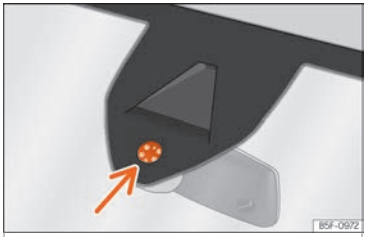

Fig. 157 Rain sensor sensitive surface
Possible causes of faults and mistaken readings *on the sensitive surface* ››› Fig. 157 of the rain sensor include:
- Clean the sensitive surface of the rain sensor regularly and check the blades for damage ››› Fig. 157 (arrow).